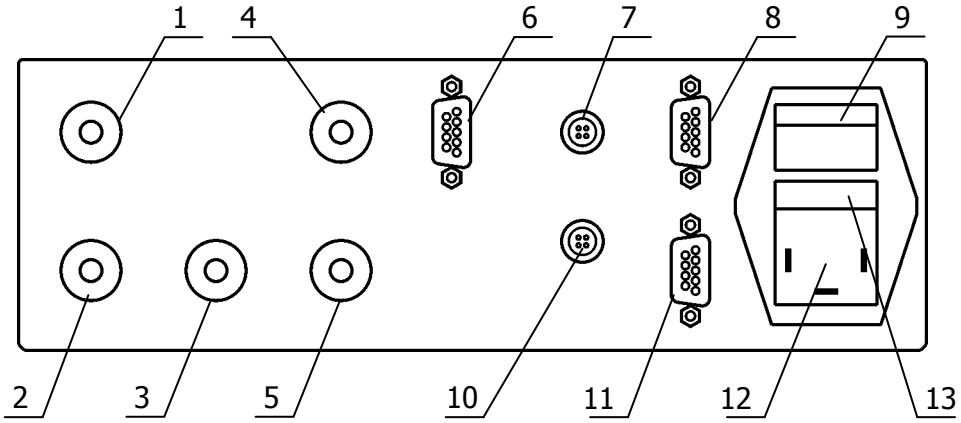

Рисунок 6 — Задняя панель измерительного блока
2.2.10 Подключить сетевой кабель к разъему 12 (см. рисунок 6) измерительного блока. Второй конец кабеля включить в сеть.
Включение/выключение измерительного блока выполняется переводом сетевого выключателя 9 (см. рисунок 6) в положение включено/выключено соответственно.